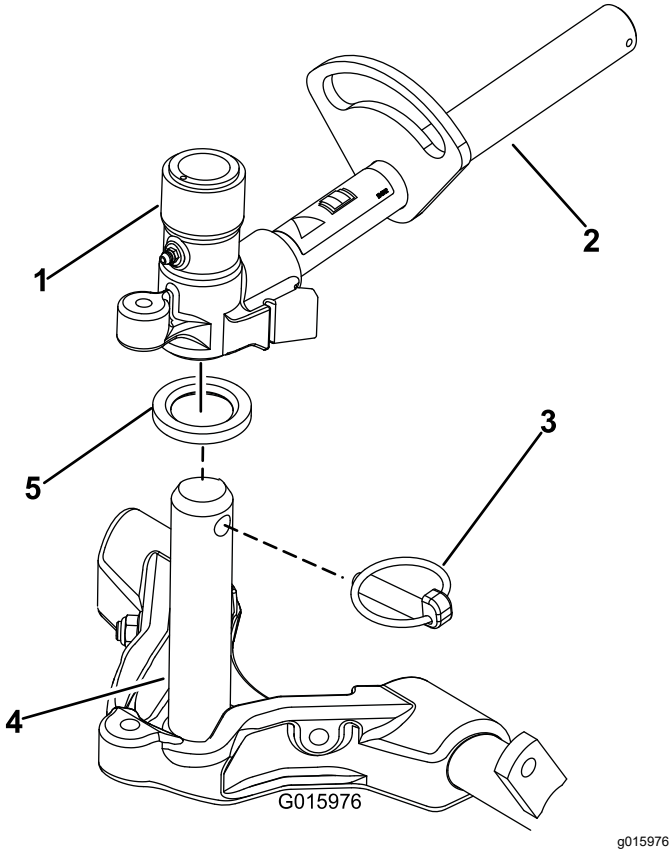

Figur 16
9. Smør bærerammens aksel med smørefedt (Figur 16).
10. Hvad angår de forreste klippeenheder, skubbes en klippeenhed ind under løftearmen, mens bærerammeakslen sættes op i løftearmens drejegaffel (Figur 16). Sørg for, at trykskiven er placeret på bærerammens aksel.
11. Fastgør bærerammens aksel på løftearmsgaflen med sikringstappen (Figur 16).
B. Sæt løftearmsgaflen på bærerammens aksel (Figur 16).